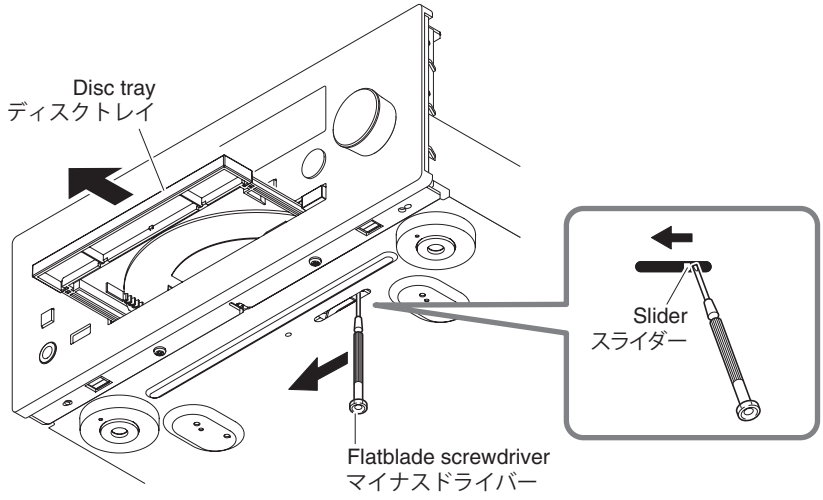

Fig. 2
*** How to manually eject the disc tray (Fig. 2)**
※ディスクトレイを開ける方法（Fig. 2）